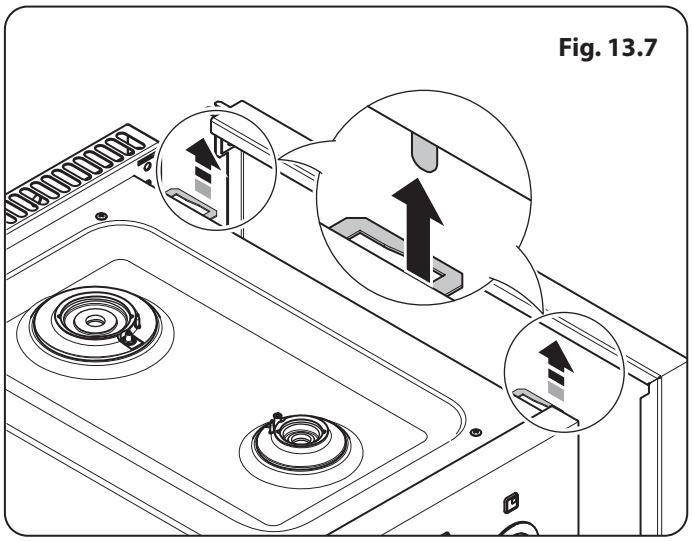

Fig. 13.7
3. Dentro de la parte superior de la parte superior del panel lateral se encuentran dos pestañas. Mueva del panel lateral hacia arriba y alejándolo de la cocina (**Fig. 13.7**).